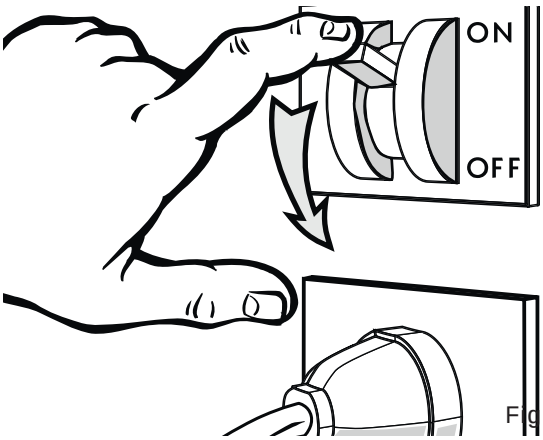

Fig. 19
- Couper la tension électrique au meuble réfrigéré en intervenant sur l'interrupteur-sectionneur général mural ("Fig. 19").